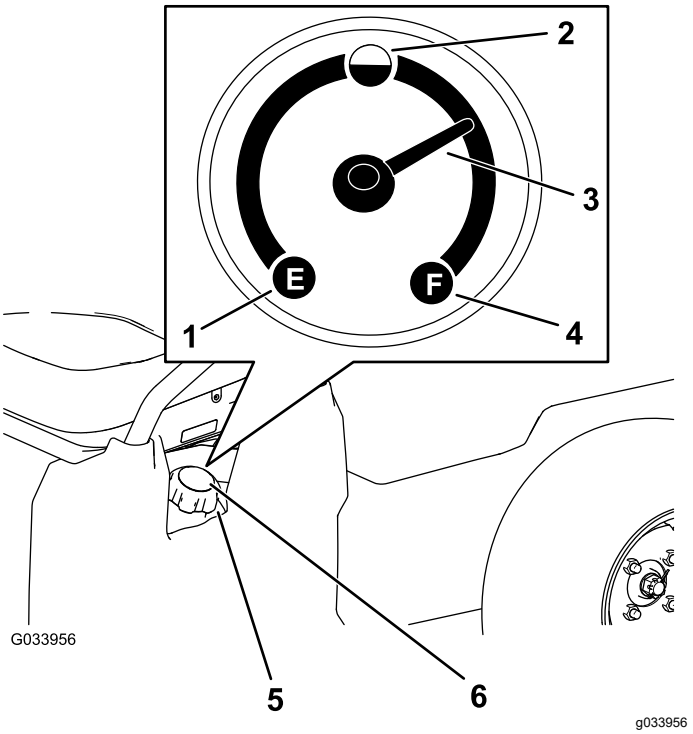

Figuur 14
5. Maak de omgeving van de dop van de brandstoftank schoon (Figuur 14).